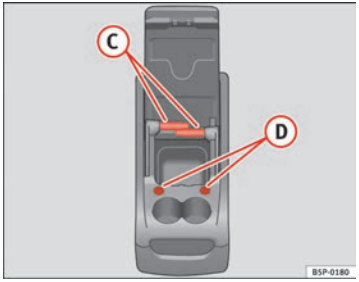

Fig. 115 Mobile stowage compartment Duties ▶
To use the table (C) ⇒ page 146, fig. 115, it must be removed from its compartment on the side of the mobile stowage compartment and fitted into compartment (D) ⇒ page 146, fig. 115 on the front section of the mobile stowage compartment.